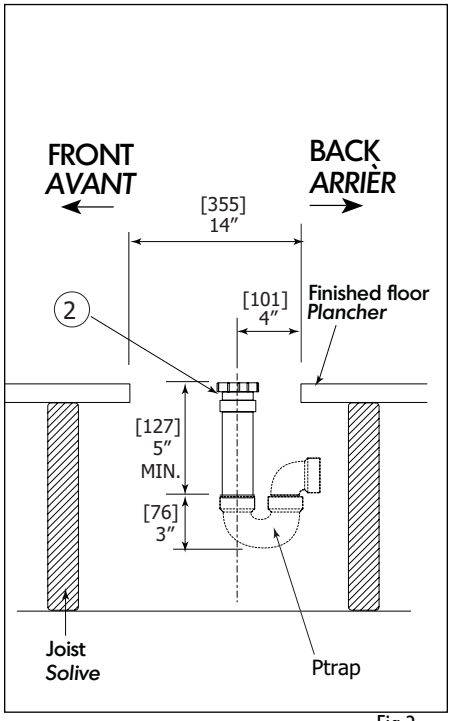

Fig.2
Place the female part (2) of the expansion joint as shown (fig.2). Make sure it is flush to the finished floor. Use the steel trap to fasten the expansion joint to the joists.
Placer la partie femelle (2) du joint d'expansion comme illustré (fig.2). Assurez-vous d'être au même niveau que le plancher (fini). Utiliser le feuillard troué pour fixer le joint d'expansion aux solives.